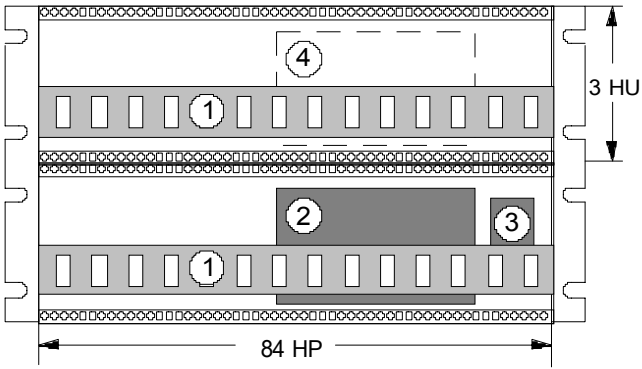

Fig. 1: A look inside the A-100 G rack system
The **rack system** (see Fig. 1) conforms to the 19" standard, and consists of two sections each 3U high, tied together by 6U side panels. It contains two system busses (①), the internal power supply (②) , and the main electrical supply socket (③).
Module **front panels** are all 3U high. Their width is measured in HP (1 HP = 5.08 mm). The rack system has a **usable width** of **84 HP** (see Fig. 1). If the modules you install don't use up the entire 84 HP, then you must cover up the spaces with **blanking panels**.
The rack system power supply produces voltages of +12 V and -12 V and can put out a **maximum current of 650 mA**. In setting up a modular system, make sure that the total current required by all the modules doesn't exceed this maximum. If it does, then a second power supply (see Accessories) will need to be installed (at position ④, Fig.1). As a rule, though, one power supply should be sufficient for a rack system.